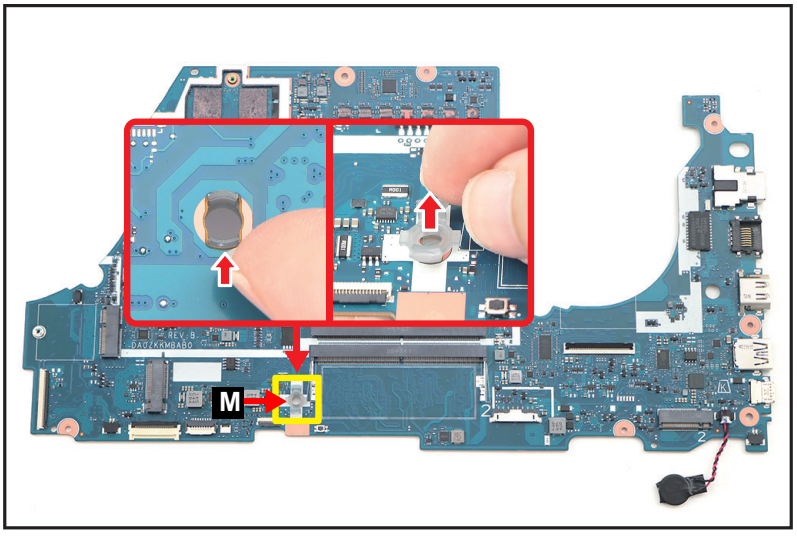

Figure 1-44. Mainboard Removal
15. Flip the mainboard. Then push the bottom of the system hook (M) to release it from its slot. Remove the system hook from the mainboard (Figure 1-44).